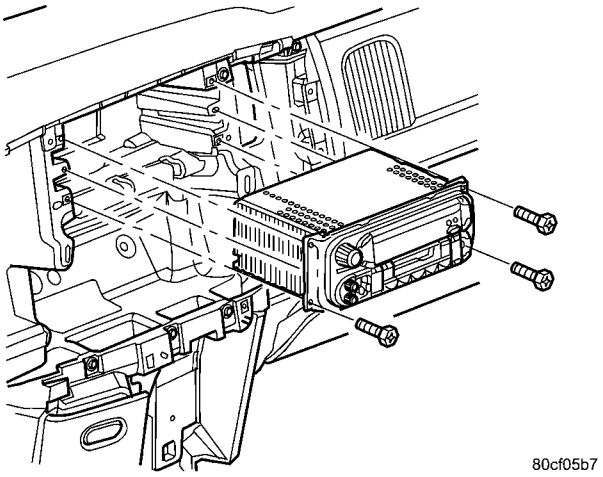

Fig. 6 RADIO
(1) Disconnect and isolate the battery negative cable.
(2) Remove center instrument panel bezel (Refer to 23 - BODY/INSTRUMENT PANEL/INSTRUMENT PANEL CENTER BEZEL - REMOVAL).
(3) Remove radio mounting screws (Fig. 6).